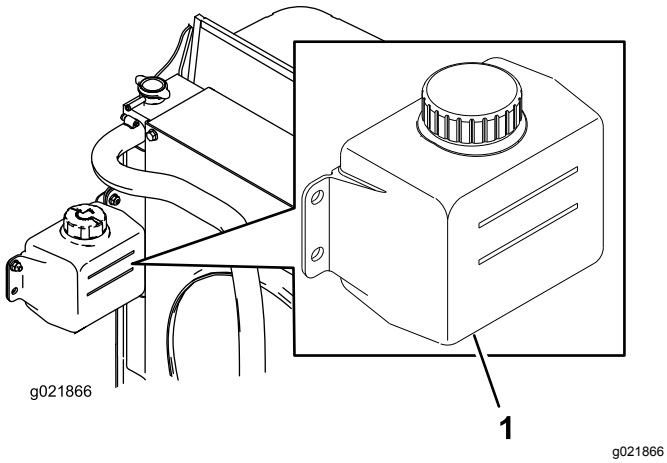

Figuur 93
1. Controleer het koelvloeistofpeil in de expansietank (Figuur 93).